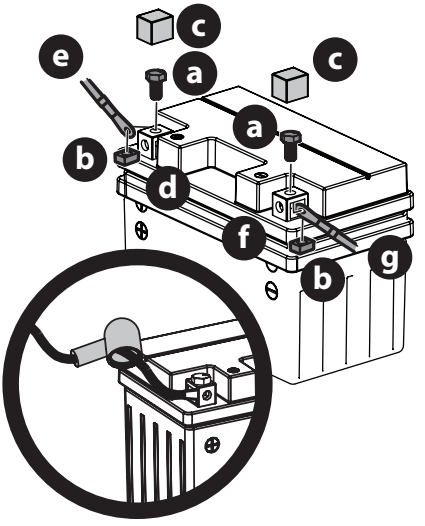

Fig. 13
1. Retirez les boulons hexagonaux (a) et les écrous carrés (b) situés à l'extrémité du faisceau de fils électrique ou dans le sac avec ce manuel. Gardez la quincaillerie pour utilisation ultérieure (Fig. 13 à la page 86).
2. Enlevez le couvercle en plastique (c), si équipé, de la borne positive (d) de la batterie et attachez le câble rouge (e) à la borne positive (b) de la batterie avec le boulon (a) et l'écrou carré (b) retirés à l'étape 1. Utiliser un tournevis Philips (Fig. 13 à la page 86).
3. Placez la gaine en caoutchouc rouge au-dessus de la borne positive de la batterie pour aider à la protéger contre la corrosion (encadré de la Fig. 13 à la page 86).
4. Enlevez le couvercle en plastique (c), si équipé, de la borne négative de la batterie (f) et attachez le câble noir (g) à la borne négative de la batterie (f) avec le boulon (a) et l'écrou carré (b) (Fig. 13 à la page 86).